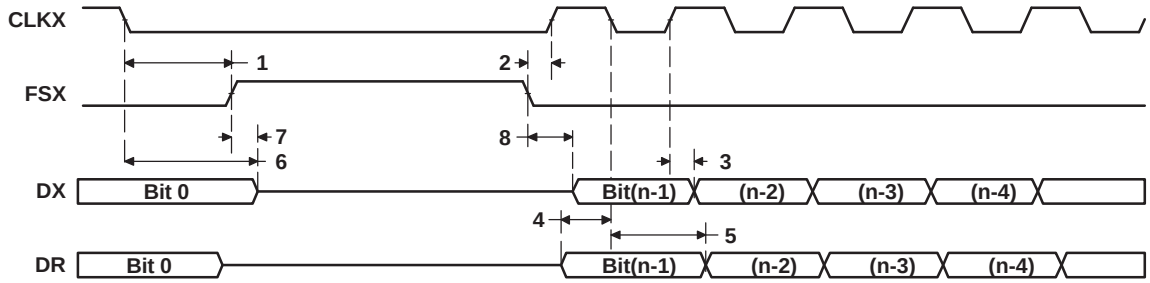

Figure 6-27. McBSP Timing as SPI Master or Slave: CLKSTP = 10b, CLKXP = 0
Table 6-43. Timing Requirements for McBSP as SPI Master or Slave: CLKSTP = 10b, CLKXP = 0(1) (2) (see Figure 6-27)
(1) P = SYSCLK3 period in ns. For example, when running parts at 600 MHz, use P = 10ns.
(2) For all SPI Slave modes, the rate of the internal clock CLKG must be at least 8 times faster than that of the SPI data rate. User should program sample rate generator to achieve maximum CLKG by setting CLKSM = CLKGDV = 1.
Table 6-43. Timing Requirements for McBSP as SPI Master or Slave: CLKSTP = 10b, CLKXP = 0 (1) (2) (see Figure 6-27) (continued)
Table 6-44. Switching Characteristics Over Recommended Operating Conditions for McBSP as SPI Master or Slave: CLKSTP = 10b, CLKXP = 0(1) (2) (see Figure 6-27)